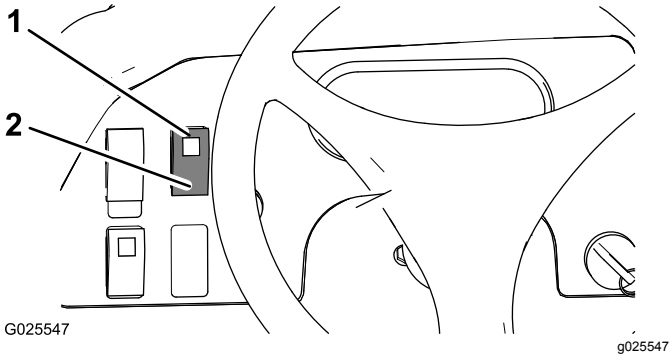

图24
- 向上按差速锁开关可锁定差速锁图24。
- 向上按差速锁开关可解锁差速锁图24。